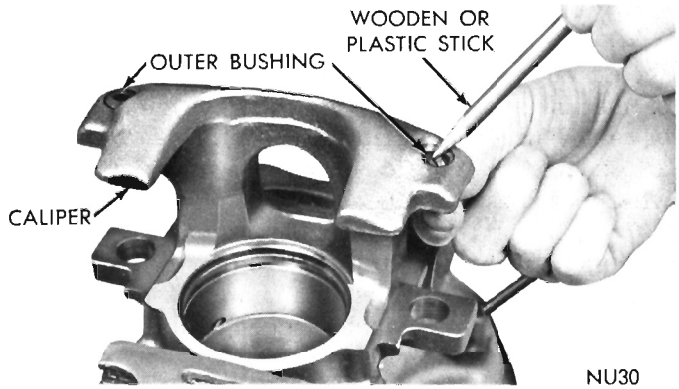

Fig. 13—Removing Outer Bushings
(6) Remove outer bushings from caliper by pressing out of bore (Fig. 13), using a suitable tool. Discard bushings.
(7) Slide inner bushings (flanged) off guide pins and discard. Remove positioners from guide pins and discard.
(5) Remove outer bushings from caliper by pressing out of bore, (Fig. 13) using a suitable tool. Discard bushings.